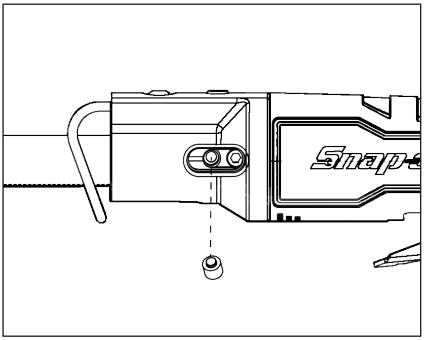

Abbildung 4: PTRS1000 Ausrichtung der Befestigungsschraube
Ihr Werkzeug ist mit einem Sicherheitsmechanismus für den Auslöser ausgestattet. Dieser verhindert ein versehentliches Auslösen des Werkzeugs. Um das Werkzeug zu verwenden, drehen Sie zuerst den Sicherheitsmechanismus nach vorne und drücken Sie dann den Auslöser, um die gewünschte Geschwindigkeit zu erreichen. (Abbildung 4).
6. Die vorderste Befestigungsschraube auf 1,7- 2,3 Nm festziehen. Bei Verwendung der PTRS1000 mit einem 6-Zoll-Sägeblatt muss diese Befestigungsschraube mit dem Loch im Sägeblatt fluchten (Abb. 4).